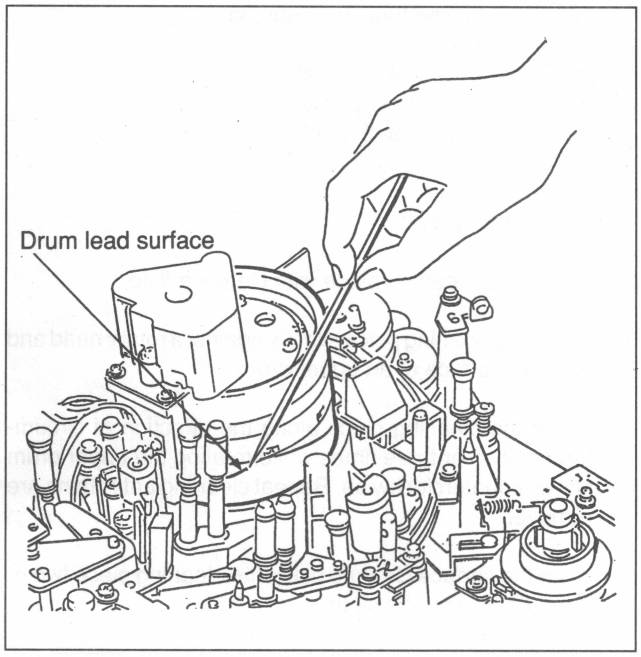

Fig. 6-1-3 Drum Lead Surface Cleaning
2. Put the skewer along the drum lead surface as shown in Fig. 6-1-3 and remove the magnetic powder.